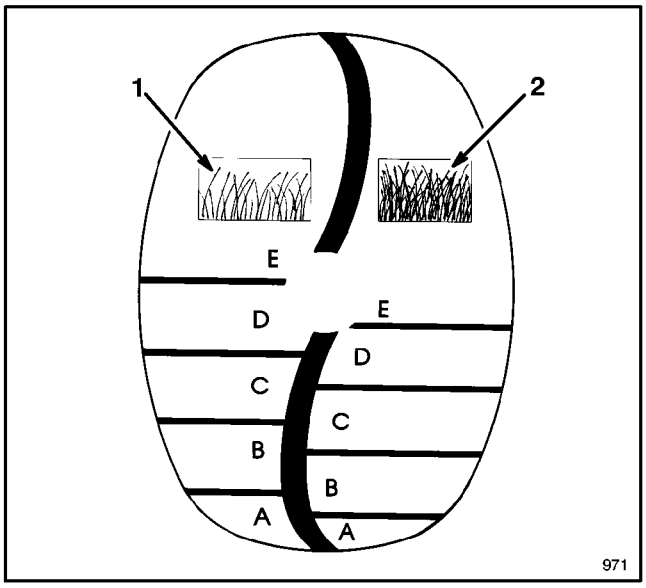

**Abbildung 14**
SmartWheel ist mit zwei Skalen — SPARSE/NORMAL (LICHT/NORMAL) and LUSH (ÜPPIG)— zur Einstellung der optimalen Schnitthöhe unter allen Mähbedingungen (Abb.14). In der warmen Sommersaison sollte die Einstellung SPARSE/NORMAL für die meisten Mäharbeiten gewählt werden. Die Skala LUSH eignet sich für dickes, feuchtes, üppig wachsendes Gras, wie es meistens im Frühjahr vorkommt.
**1.** Vor dem Anlassen des Motors und dem Beginn des Mähens, den Mäher auf die zu mähende Grasfläche schieben. Bleiben Sie stehen, wenn die Buchstaben auf dem SmartWheel-Schild auf dem linken Hinterrad aufrecht stehen (Abb. 14).
**2.** Anhand der farbcodierten SmartWheel-Skala (Abb. 14) die Länge der Grashalme mit den Buchstaben auf dem Rad vergleichen. Die mit der Grashöhe übereinstimmende bzw. der entsprechende Buchstabe gibt die jeweils korrekte Schnitthöhe an.